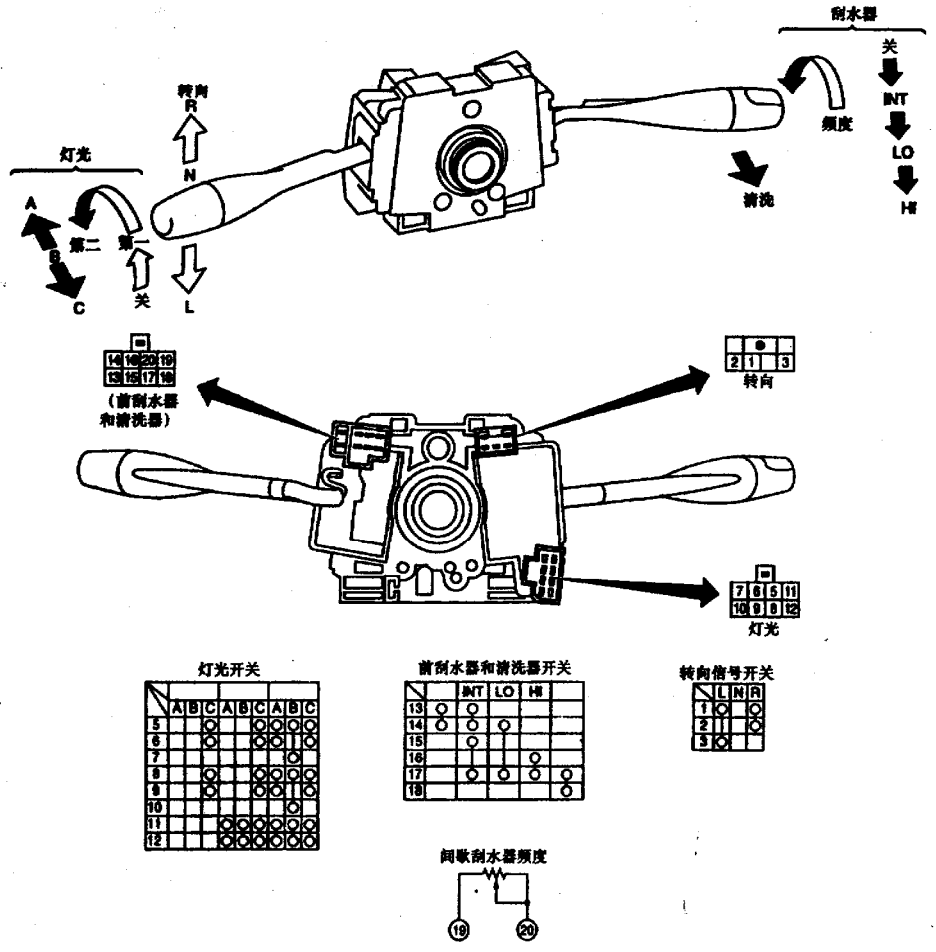

图 15－4－1　组合开关
组合开关的结构、操作及各端子的通电关系如图 15－4－1 所示。
前大灯包括远光照明灯（60W）和近光照明灯(55W)，由灯光开关控制其工作。前大灯的电路如图 15－4－2 所示。
(1) 拆下蓄电池负极线，从灯泡后面拆开前大灯线束插接件。
(2) 如图 15－4－3 所示，将灯泡挡圈向逆时针方向旋转，将灯泡挡圈从前大灯反射镜体上取下。